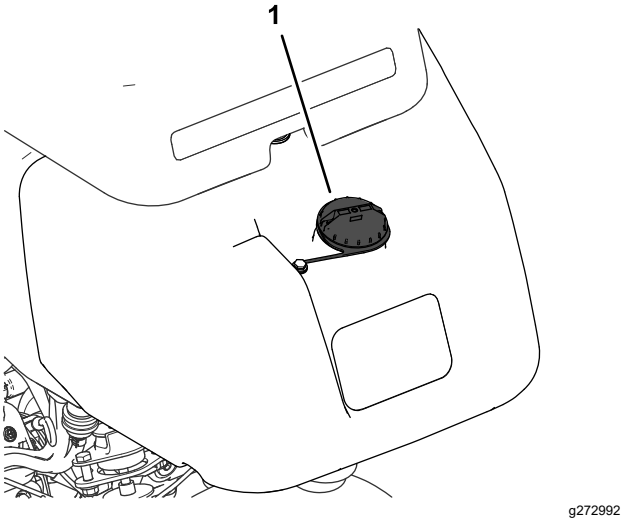

Figura 23
1. Limpie alrededor del tapón de combustible y retírelo (Figura 23).